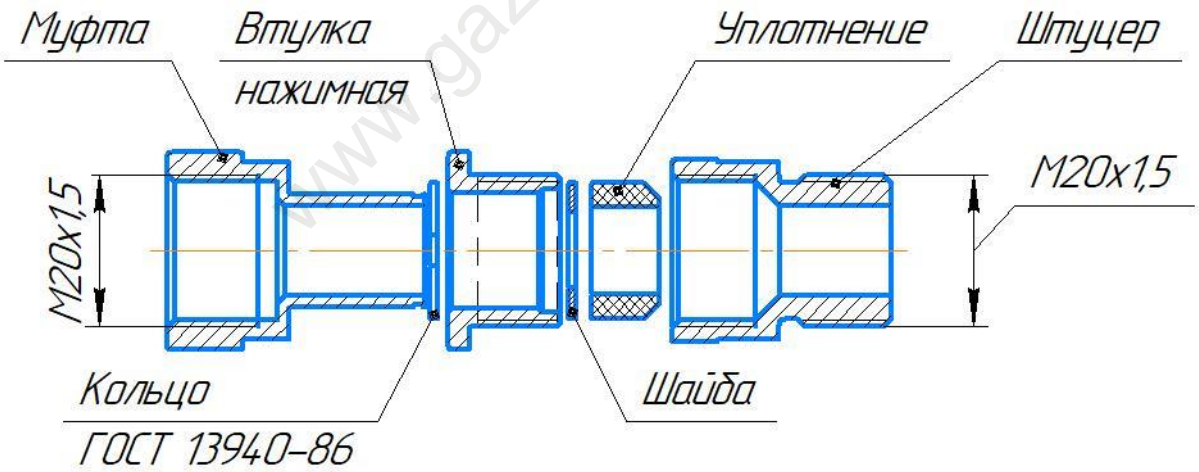

Рисунок 2. Кабельный ввод 20sPK
1.4.2.3 В корпусе есть три резьбовых отверстия М20×1.5. Одно из резьбовых отверстий предназначено для подсоединения взрывозащищенного кабельного ввода 20sPK (рисунок 2) или другого типа (маркировка 1Ex d IIC Gb X) с присоединительной резьбой М20х1,5 и с уплотнительной резиновой втулкой. Подключаемый кабель, проложенный в трубе, служит для подачи питания и обмена сигналами с внешними устройствами. Наружный диаметр кабеля от 6.1 до 11.7 мм.